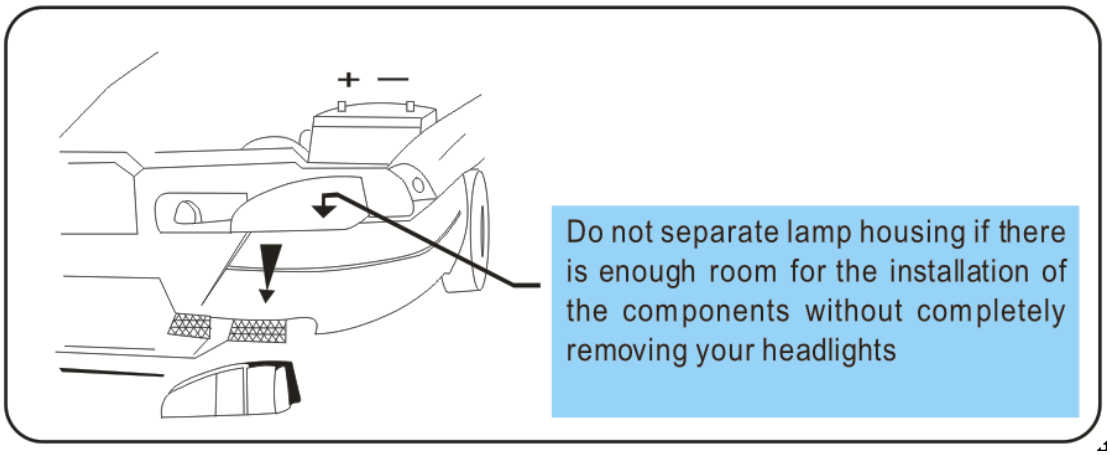

Figura 2
I) Aprire il cofano e smontare i fari dalla macchina. Vedi Figura 2.